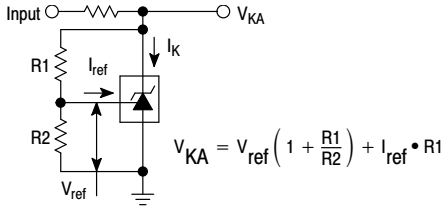

Figure 2. Test Circuit for $V_{KA} > V_{ref}$
9. The dynamic impedance Z_{KA} is defined as $\lvert Z_{KA}\rvert = \frac{\Delta V_{KA}}{\Delta I_K}$ When the device is programmed with two external resistors, R1 and R2, (refer to Figure 2) the total dynamic impedance of the circuit is defined as: $\lvert Z_{KA}'\rvert \approx \lvert Z_{KA}\rvert \left(1 + \frac{R1}{R2}\right)$